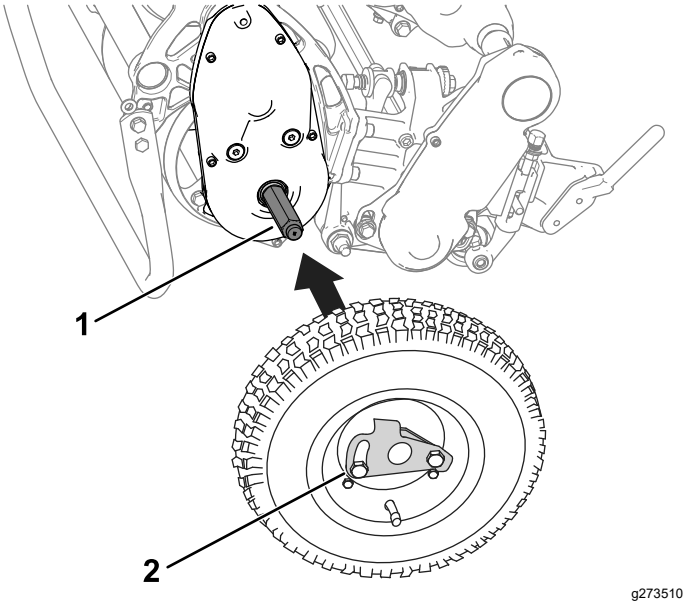

Figur 25
2. Sett et hjul på akselen (Figur 25).
3. Vri hjulets låseklemme (Figur 25) bort fra midten på hjulet, slik at det kan komme lenger inn på akselen.